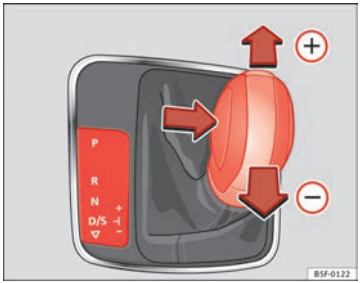

Fig. 95 Centre console: changing gear with Tiptronic
– Move the selector lever forwards (+) to select a higher gear ⇒ Fig. 95.